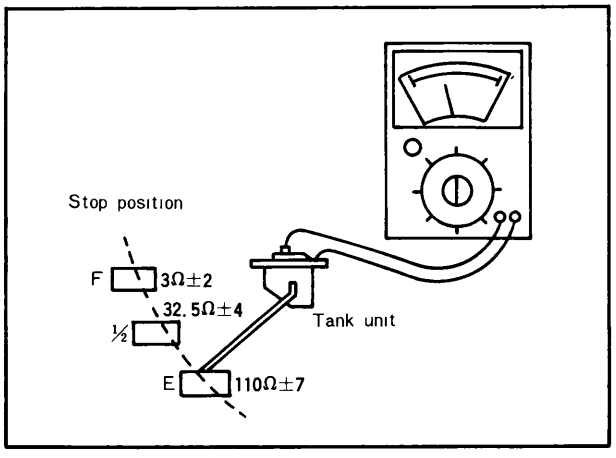

Fig. 15–9 Checking fuel gauge unit
1) If resistance value at E point or F point concurs with standard value indicated in Fig. 15–9 unit is satisfactory.